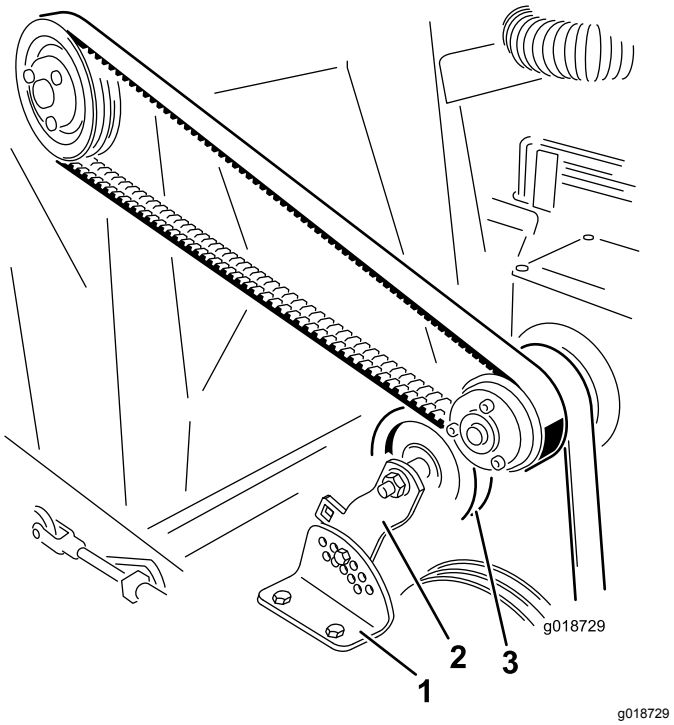

Figur 23
2. Ta bort den mutter och skruv som fäster mellanremskivans fäste vid spännbrickan för justering (Figur 23).